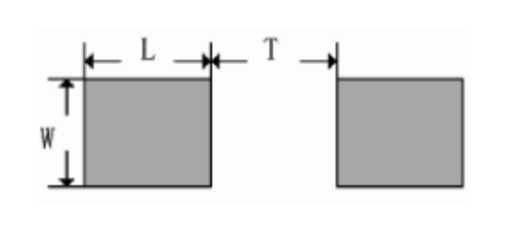

图 4-4　常用贴片阻容焊盘设计
① 常用贴片阻容的焊盘设计，如图 4-4 所示。各类焊盘尺寸设计参考如表 4-3 所示。